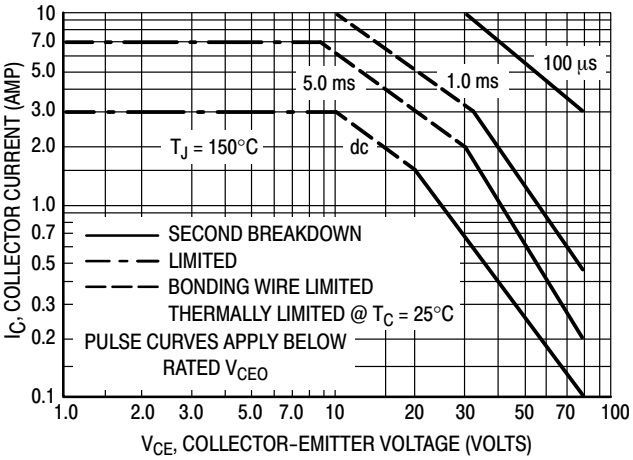

Figure 5. Active−Region Safe Operating Area
2. The 1.0 A maximum I_C value is based upon JEDEC current gain requirements. The 3.0 A maximum value is based upon actual current handling capability of the device (see Figures 5 and 6).
Safe Area Curves are indicated by Figure 5. All limits are applicable and must be observed.
The data of Figure 5 is based on $T_{J(pk)} = 150°C$; T_C is variable depending on conditions. Second breakdown pulse limits are valid for duty cycles to 10% provided $T_{J(pk)} \leq 150°C$. At high case temperatures, thermal limitations will reduce the power that can be handled to values less than the limitations imposed by second breakdown.